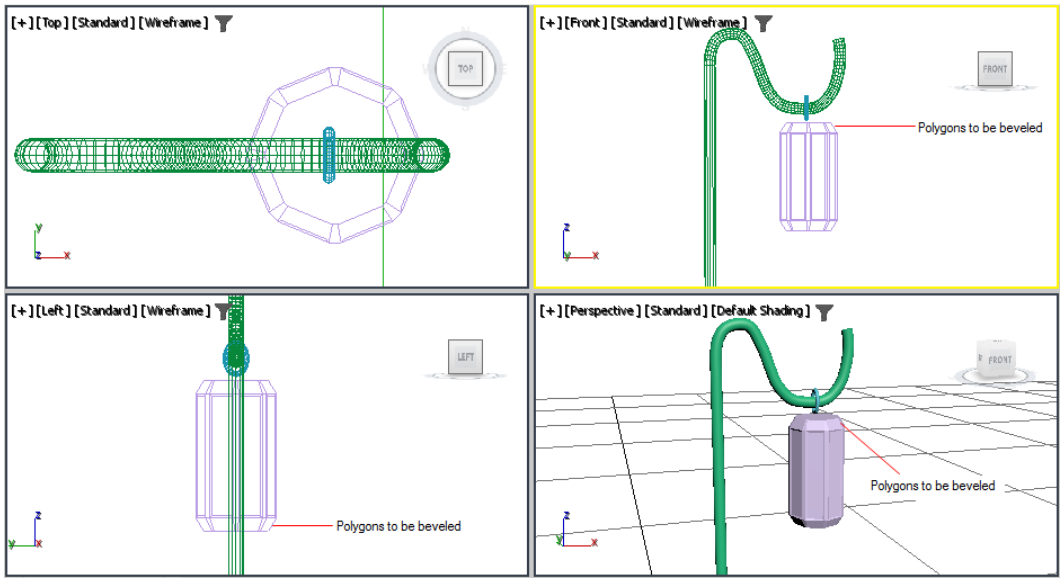

Figure 5-36 *The selected polygons beveled*
11. In the **Edit Polygons** rollout, choose the **Settings** button on the right of the **Bevel** button; the **Bevel** caddy control is displayed in the viewport. Set the value **0.13** in the **Bevel-Height** spinner and **-0.08** in the **Bevel-Outline** spinner and then choose the **OK** button to close the caddy control; the selected polygons are beveled, as shown in Figure 5-36.
13. Invoke the **Select and Move** tool from the **Main Toolbar** and align *lamp holder*, refer to Figure 5-36.